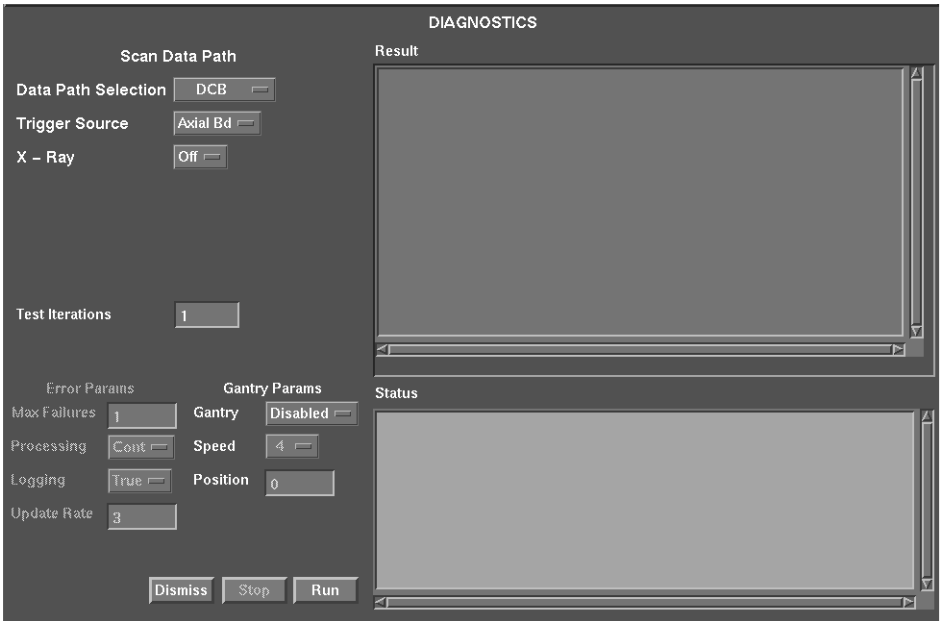

Figure 2-116 DCB Data Path Selection Screen
1.) Data Path Selection can be either from the **DCB** or converter boards (Figure 2-116).